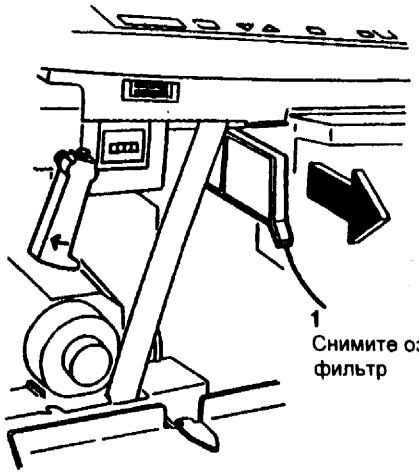

Рис. 2 Снятие озонового фильтра
7. (Рис. 2) Снимите озоновый фильтр